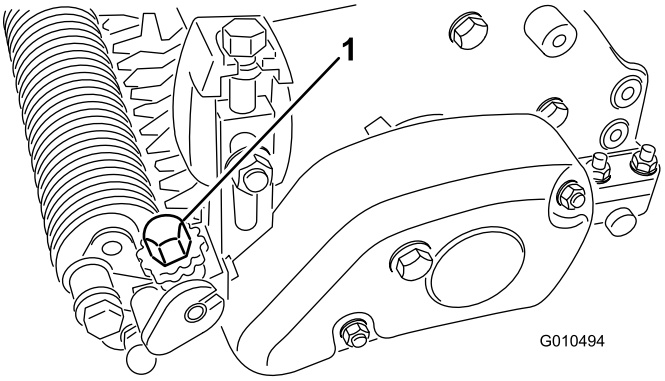

Figuur 25
6. Draai aan de instelknop voor de hoogte om het mes hoger of lager op de gewenste groomerhoogte te zetten (Figuur 25).